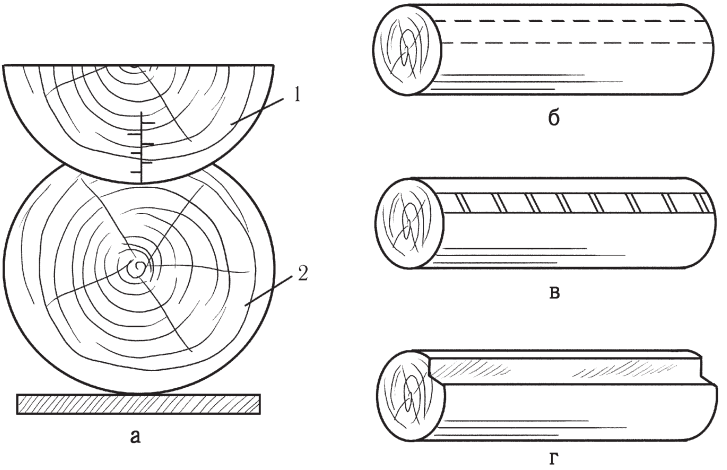

Рис. 77. Выполнение выборки овального паза: а — лекало; б — отбивка ниток; в — насечки; г — паз; 1 — лекало; 2 — бревно
8. При изготовлении сруба может понадобиться выбрать овальный паз (рис. 77).